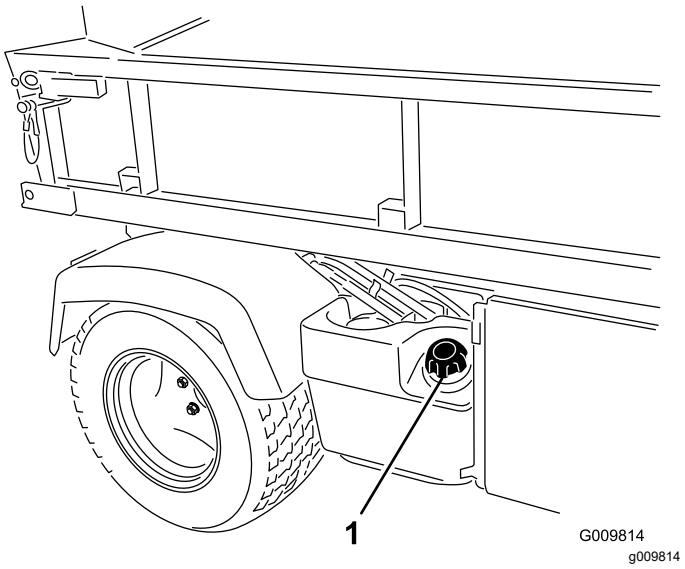

Figuur 14
2. Verwijder de dop van de brandstoftank (Figuur 14).